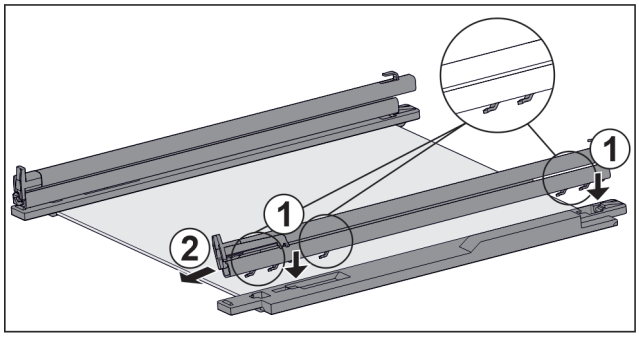

Fig. 160 Glasplaat met rails en vasthouddelen
▶ Haken van de rail op de openingen van het **linker** vasthouddeel plaatsen. *Fig. 160 (1)*
▶ Rail naar voren trekken. *Fig. 160 (2)*
▶ Haken van de rail op de openingen van het **rechter** vasthouddeel plaatsen. *Fig. 160 (1)*